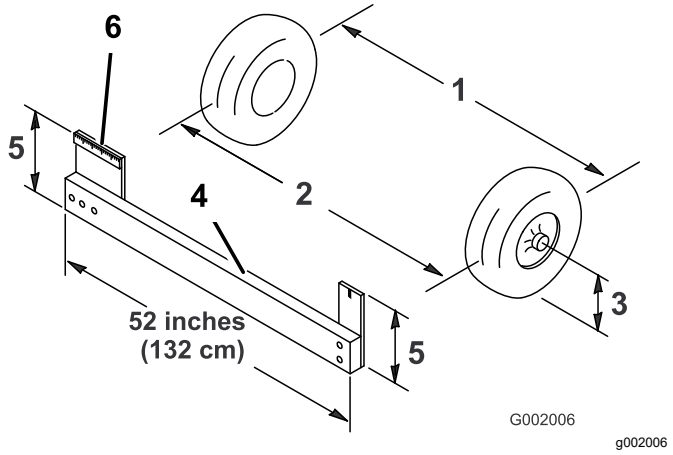

Figure 48
4. Measure the distance between both the front tires at the axle height at both the front and rear of the front tires (Figure 48).
Note: You will need a fixture or alignment gauge for measuring the rear of the front tires at axle height. Use the same fixture or alignment gauge to accurately measure the front of the front tires at axle height (Figure 48).